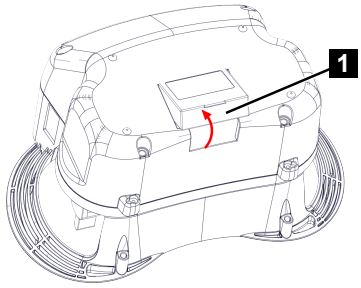

Fig. 179
2. Remove the empty battery (Fig.179/1) from the back of the radio remote control.